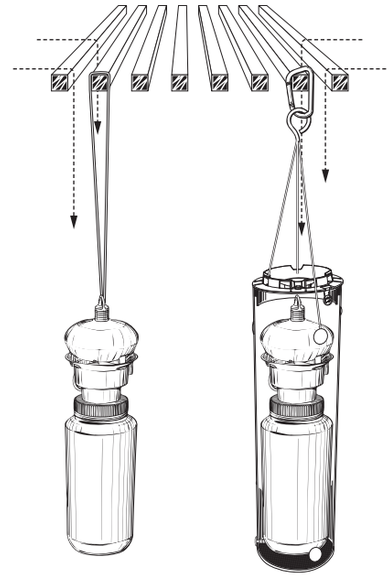

Fig. 3
a. **Grate Mounting** (Figure 3.)